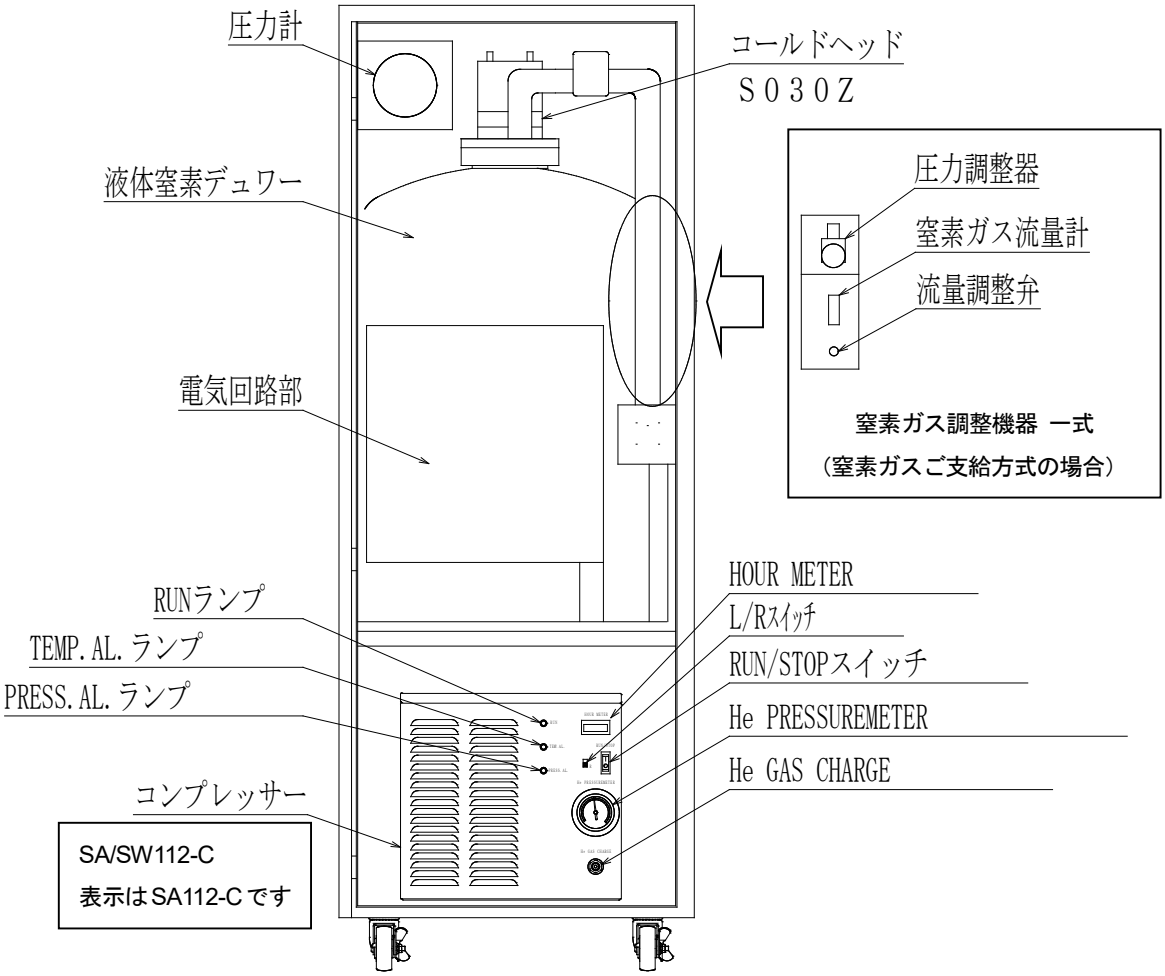

図 2-3　EMP-07A 正面扉内及び下部パネル内
- 2.3 本体 正面扉内及び下部パネル内（図 2-3） ……9
2.3　本体 正面扉内及び下部パネル内（図 2-3）